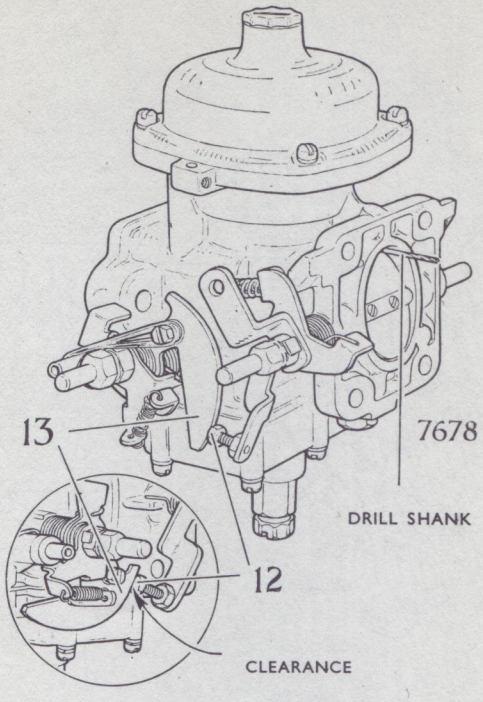

Fig. 10. *Setting throttle gap for cold starting*
Choke control (See Fig. 10)
Method 1 With carburettors on engine—See Fig. 10 inset.
Method 2—With rear carburettor removed fom engine (See Fig. 10)
2. Tie the fast idle cam in the position shown in Fig. 10 and adjust the bolt head (12) to just contact the cam (13) and then tighten the bolt locknut.